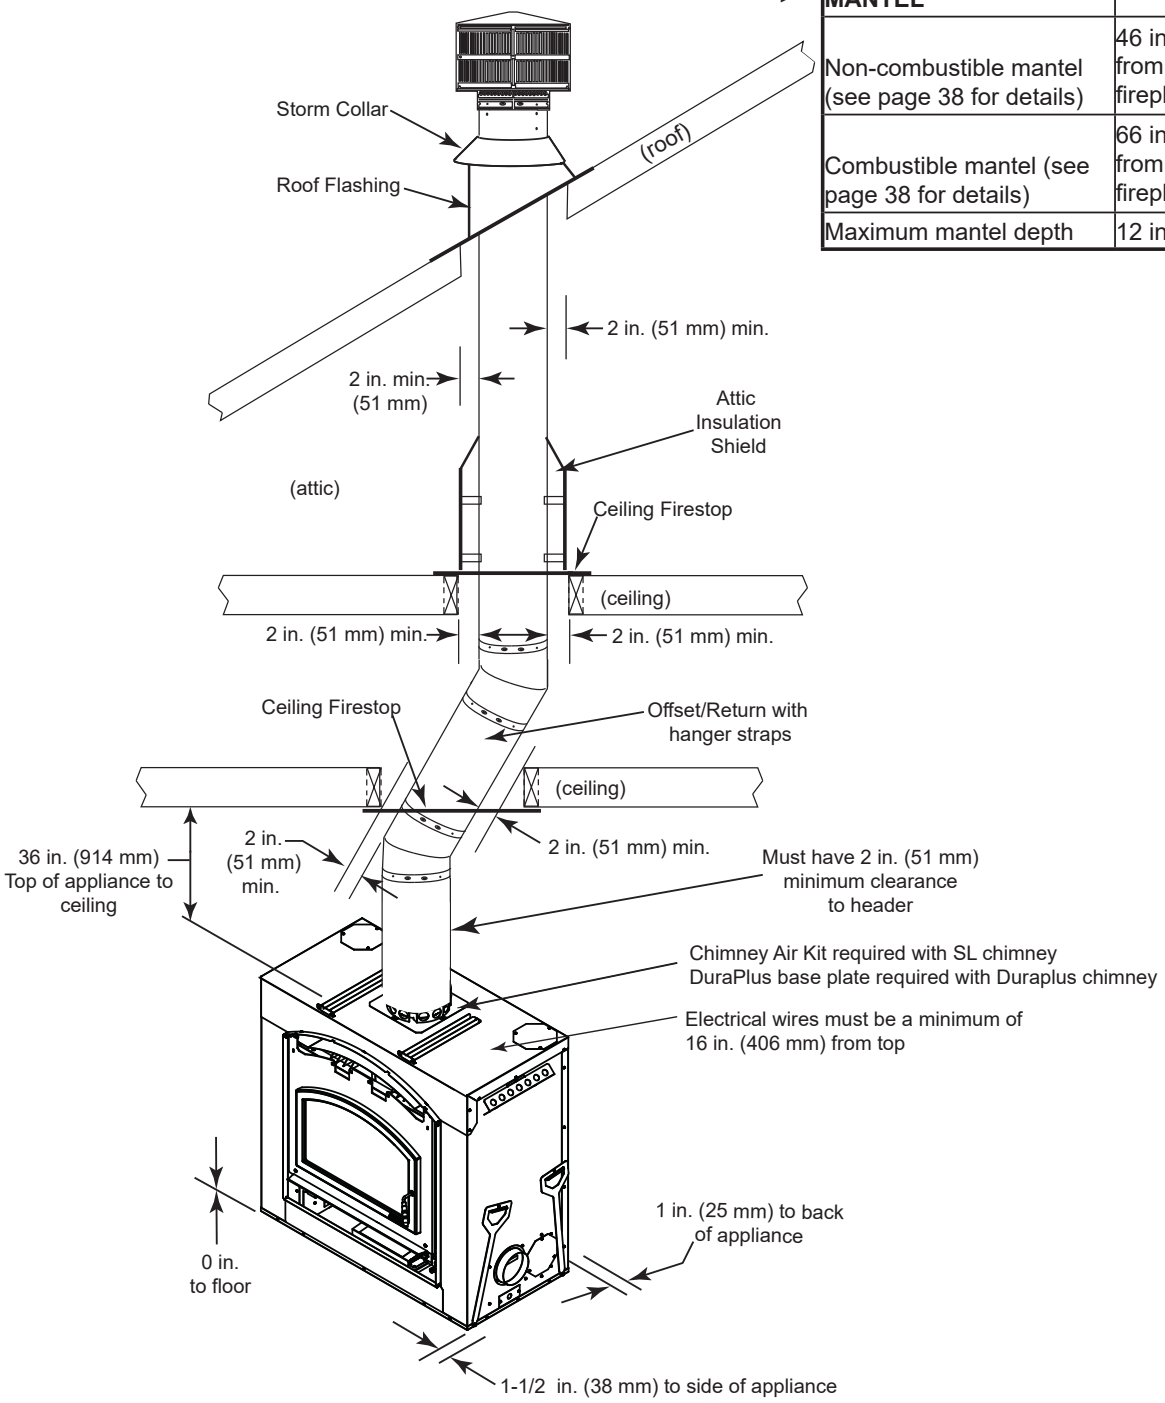
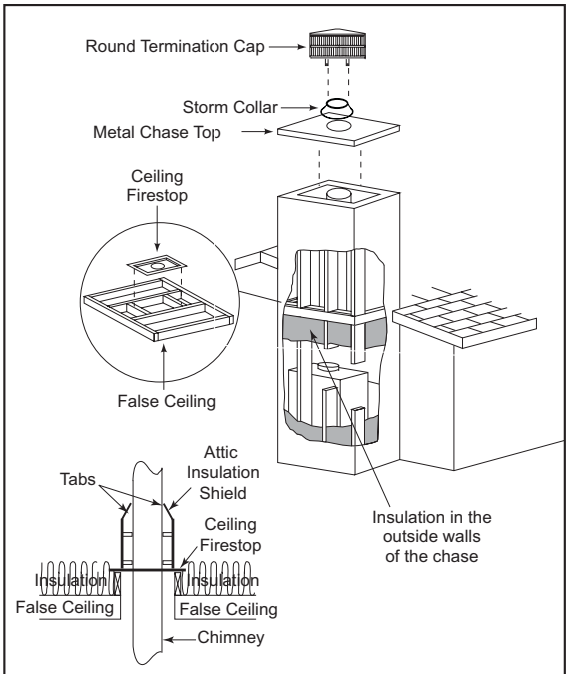

Figure 3.2 Clearances to Combustible Materials
Figure 3.3 Chase Assembly
You must comply with all minimum air space clearances to combustibles as specified in Figure 3.2. ***DO NOT*** *pack required air spaces with insulation or other materials. Framing or finishing material used on the front of, or in front of, the fireplace closer than the minimums listed must be constructed entirely of non-combustible materials (i.e., steel studs, concrete board, etc.). Failure to comply may cause fire.*
- In cold climates, the walls of the chase should be insulated to the level of the false ceiling as shown in Figure 3.3. This will help reduce heat loss from the home around the fireplace.
Figure 3.3 shows a typical framing (using 2 x 4 lumber) of the fireplace, assuming combustible materials are used. All required clearances to combustibles around the fireplace must be adhered to. See Figure 3.2. Any framing across the top of the fireplace must be above the level of the top non-combustible framing. (No recess above fireplace.)